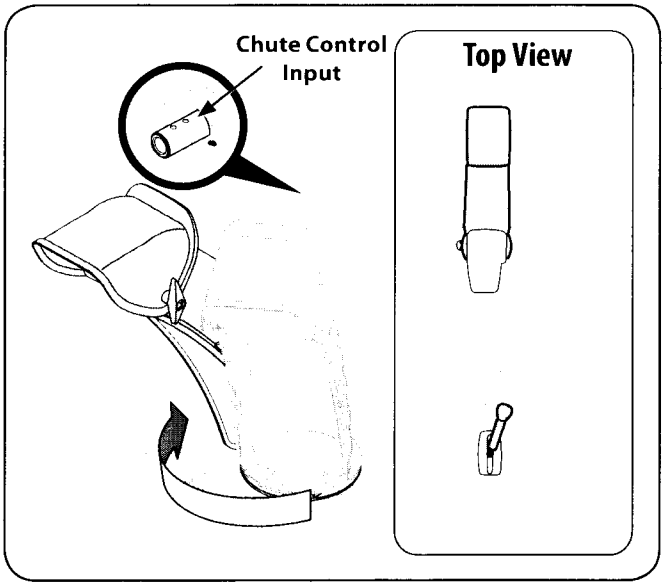

Figure 3-5
4. Squeeze the trigger on the joystick and rotate the chute by hand to face forward. The holes in the chute control input will be facing up. See Fig. 3-5.